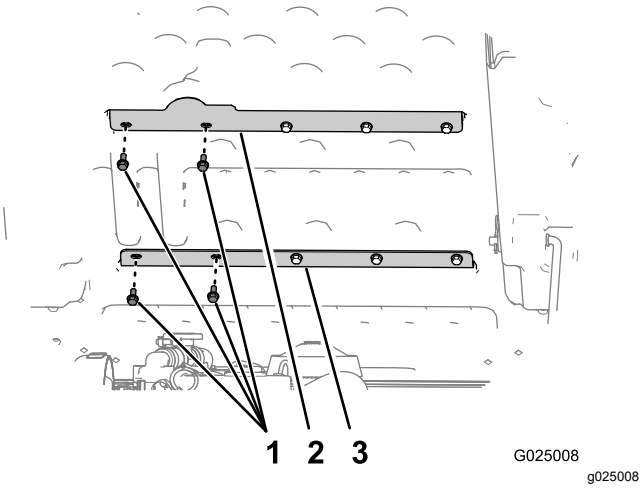

Figur 4
1. Afmonter de to bolte længst til venstre (5/16" x ¾"), der fastgør ladets øverste afstiver til ladet (Figur 4).
2. Fjern de to bolte længst til venstre (5/16" x ¾"), der fastgør ladets nederste afstiver til ladet (Figur 4).